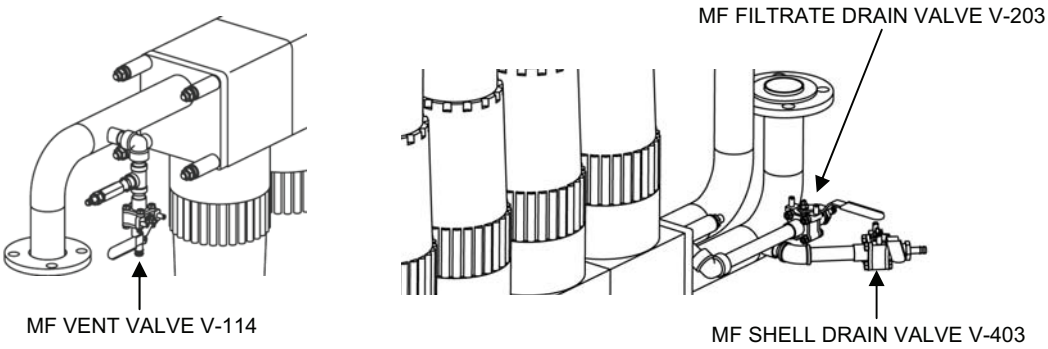

Figure 4. MF Vent/Drain Valve Location.
2. Open the following MF system vents/drains (Figure 4):